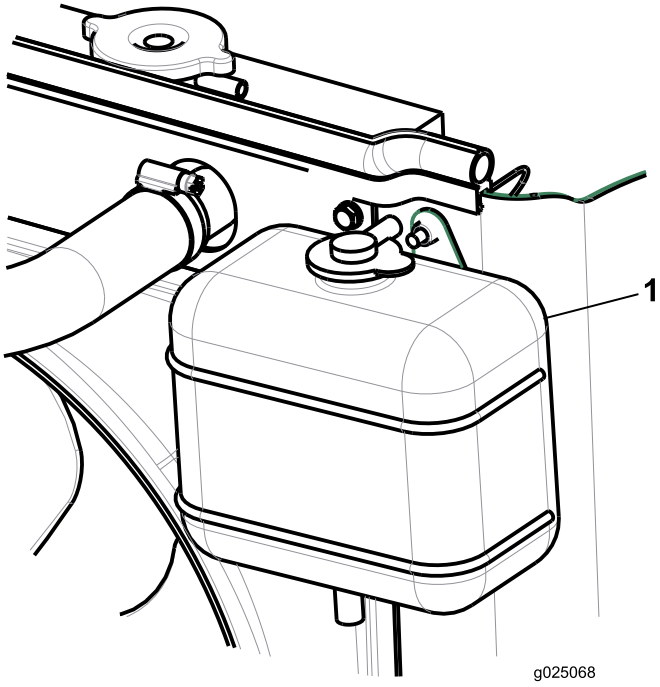

Figur 28
2. Kontroller kølevæskestanden i ekspansionsbeholderen (Figur 28).